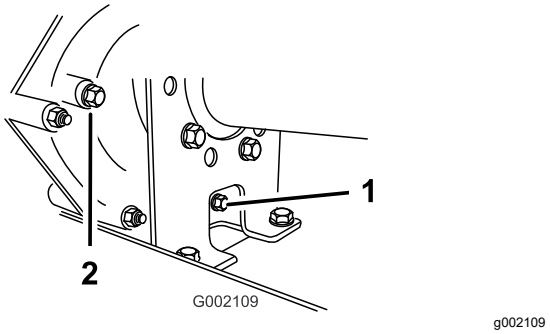

Figur 59
2. Rengör området kring påfyllnings- och avtappningspluggarna med hjälp av en trasa (Figur 59).
4. Ta bort påfyllningspluggen genom att vrida den motsols (Figur 59).
5. Ta bort avtappningspluggen genom att vrida den motsols (Figur 59).
6. Sätt i och dra åt avtappningspluggen och packningen i transmissionens avtappningsplugghål (Figur 59).
7. Fyll på tanken (Figur 60) genom påfyllningshålet med cirka 1,4 liter angiven vätska eller tills vätskenivån i transmissionen är i nivå med gängornas nederkant. (Figur 59).
8. Sätt i och dra åt påfyllningspluggen och packningen i transmissionens påfyllningsplugghål (Figur 59).
10. Kontrollera vätskenivån och fyll på vätska om nivån inte är i nivå med påfyllningspluggens gängor (Figur 59).